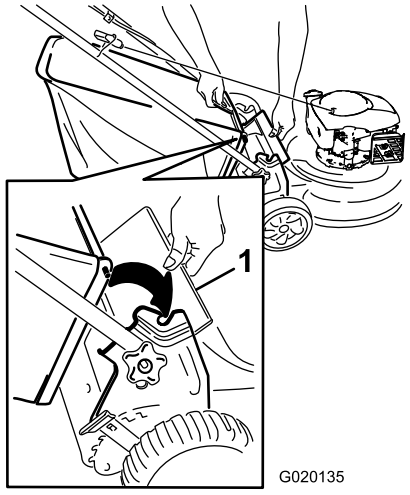

**Figuur 15**
1. Breng de afvoergeleider aan de achterzijde omhoog (Figuur 15).
2. Breng de handgreep van de grasvanger in de inkepingen van de handgreepbeugels en zorg ervoor dat ze goed bevestigd is (Figuur 15).